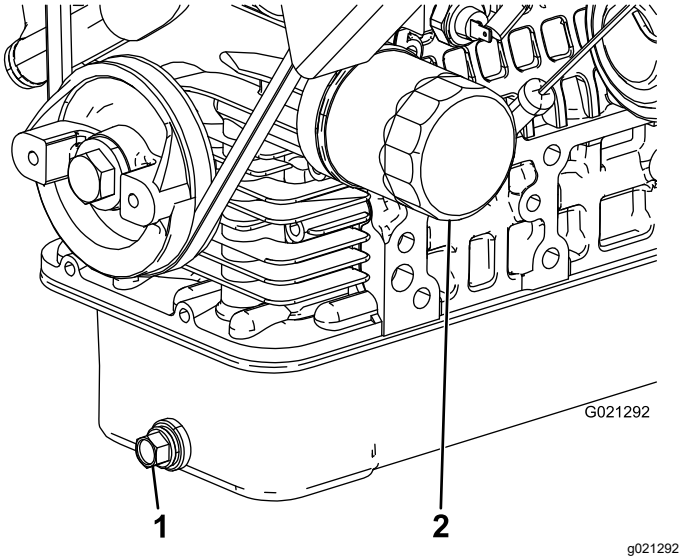

**Figuur 45**
2. Verwijder de aftapplug en laat de olie in een opvangbak lopen (Figuur 45).
4. Verwijder het oliefilter (Figuur 45).